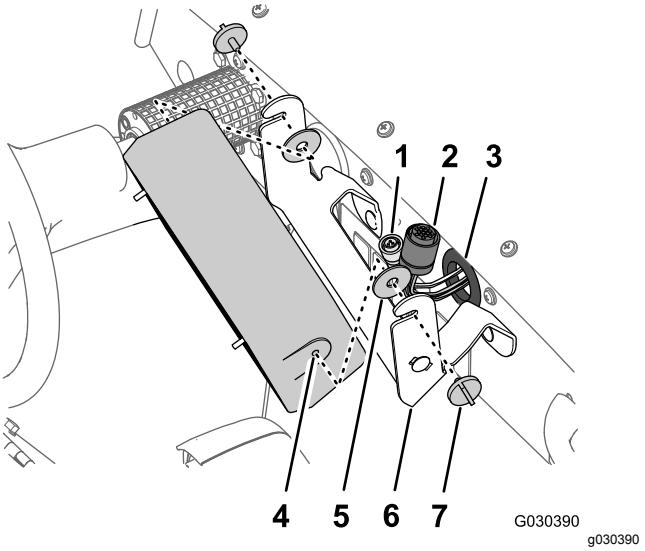

Figur 6
3. Fjern knottene på hver side av kontrollkonsollen (Figur 6).
4. Fjern kontrollkonsollen og de to gummiskivene fra støttebraketten (Figur 6).
5. Skyv ledningssatsen, kontakten med tre sokler og kontakten med 16 sokler gjennom gummitetningen i dashbordet (Figur 6).